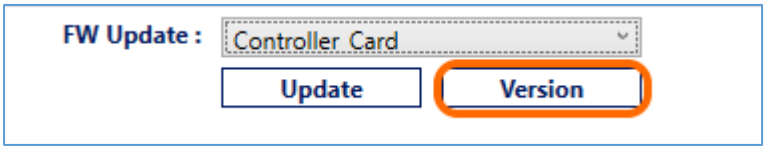

Figure 12. Check Firmware Version of Controller Card
5. Once connection has been established with the GRL-V-UP tester hardware, check the current version of the controller card firmware by clicking on the **Version** button, as shown in Figure 12 below.